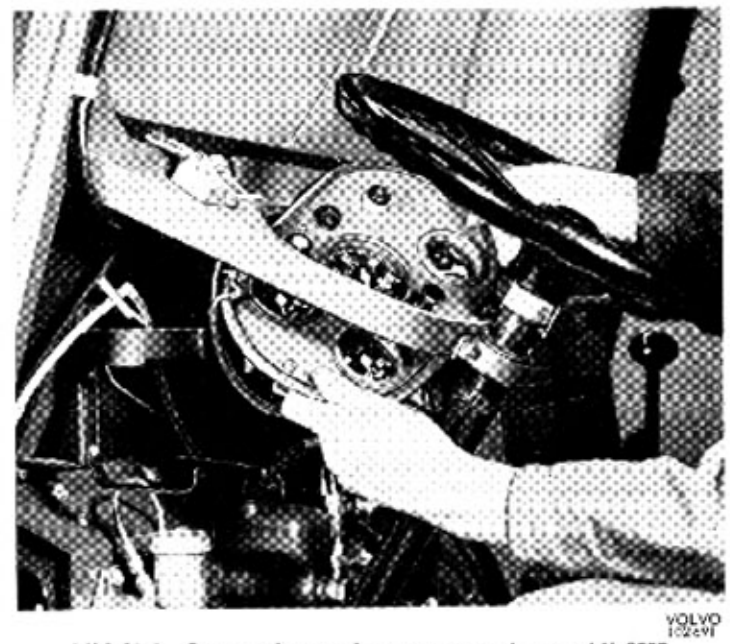

Bild 91-4. Borttagning av instrumentpanel, raptgbil 9033
6. Ta bort instrumenttavlan enligt bild 91-4. Lossa eventuella ledningar som hindrar arbetet med panelen. Märk ledningarna före losstagningen.